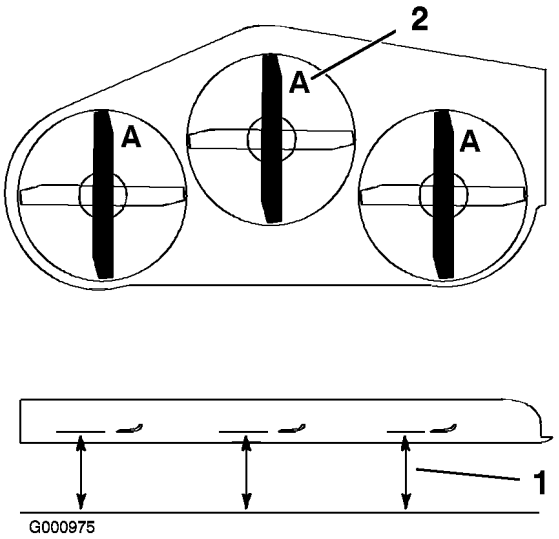

Figur 72
1. Rotera knivarna tills ändarna vetter framåt och bakåt (Figur 72). Mät från ett jämnt underlag till knivens egg vid punkt **A** på knivarna (Figur 72). Anteckna detta mått.